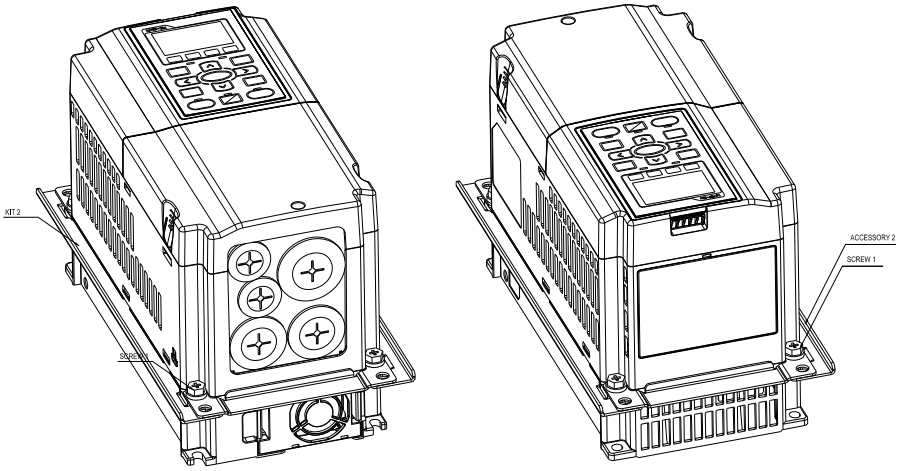

Figure 2
2. Fasten screw*2(M6) and accessory 2 &3. Screw torque: 25~30 kg-cm / [21.7~26 Ib-in.] / [2.5~2.9 Nm] (figure 2)